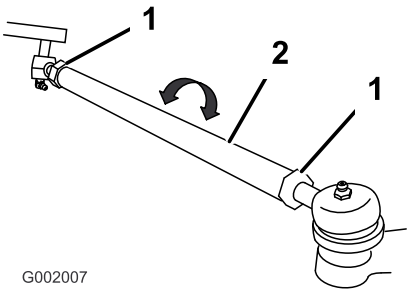

**Figur 34**
5. Hvis målingen ikke falder inden for de specificerede mål, skal kontramøtrikkerne løsnes i begge ender af forbindelsesstængerne (Figur 34).